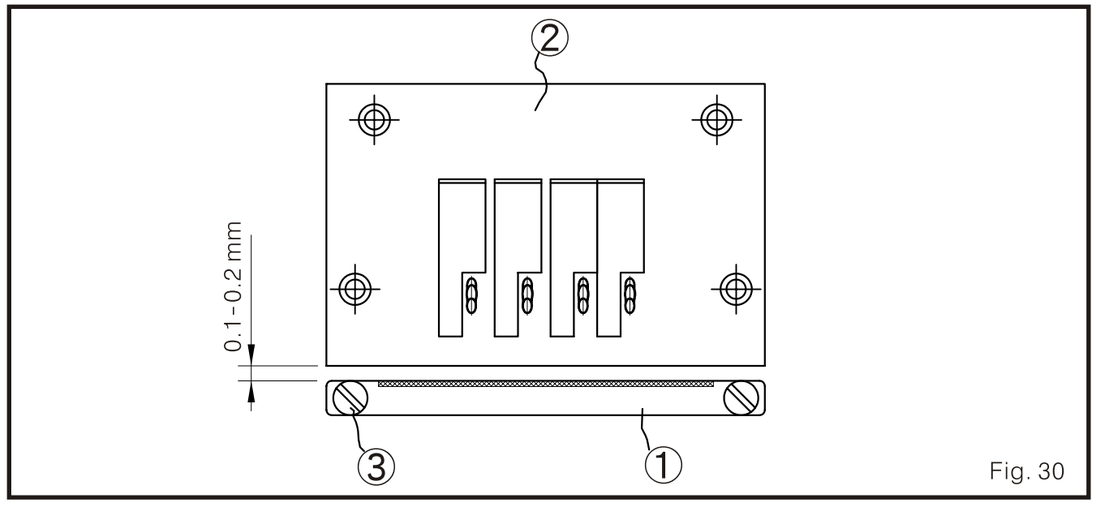

Fig. 30
(4) El espacio desde la cuchilla fijada 1, VUT171A, a la placa aguja 2 debe mantenerse entre 0.1-0.2 mm. Además, la cuchilla fijada 1 debe ser paralela a la placa aguja 2 (Fig. 30)
(5) Para ajustar, por favor afloje los tornillos 3 en ambos lados de la cuchilla fijada y muévalo de atrás a adelante para conseguir el resultado deseado.